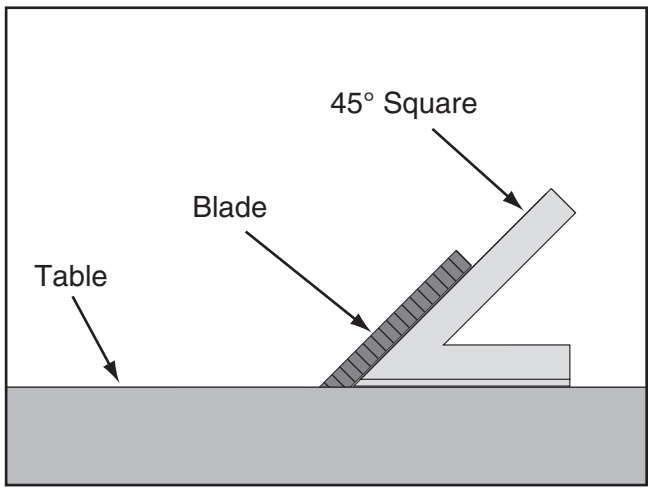

Figure 113. Checking blade at 45°.
3. Place a 45° square against table and blade so it contacts blade evenly from bottom to top, as shown in **Figure 113**. Make sure a blade tooth does not obstruct placement of square.
6. Place a 45° square against blade, as shown in **Figure 113**, then adjust blade until it is exactly 45° to table.